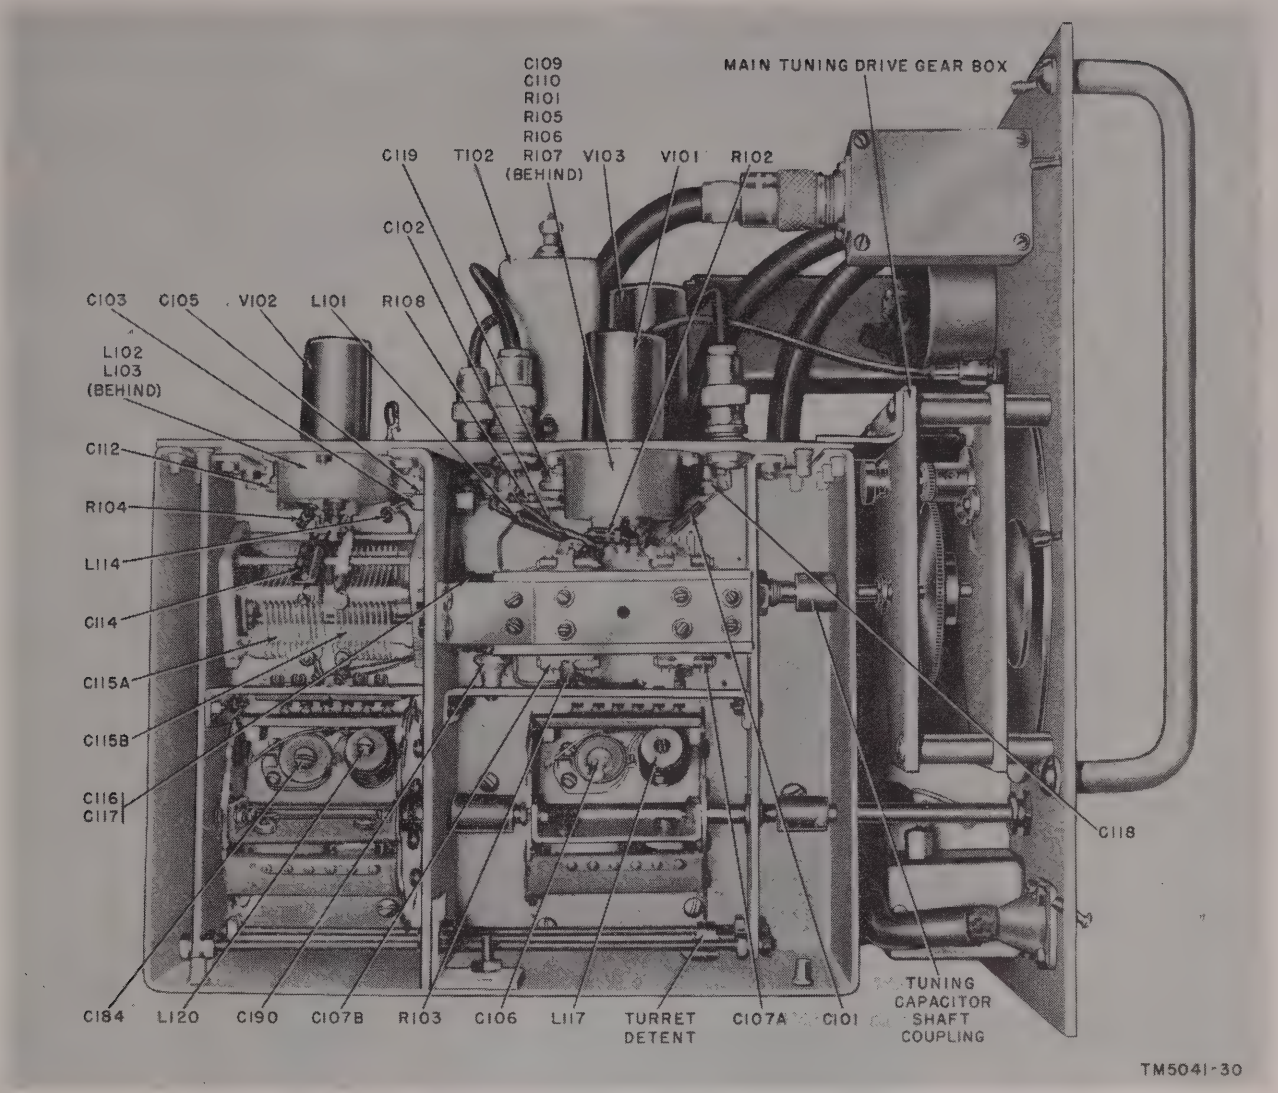

Figure 30. Receiver, interior view of RF, local oscillator, and mixer section.
a. Remove the side plate from the RF, local oscillator, and mixer section (fig. 30). Connect the 10.7-mc modulated signal generator output, about 10 microvolts, at a plate (pin 1 or 6) of mixer V103. Start with the GAIN control at the 0 position; increase it until a midscale reading is obtained on meter M101. Listen for a signal in the headset. First set the ATTENUATOR control at the 0 db position. Reset the ATTENUATOR to the 14, 26, 40, and 54 db positions, increasing the signal generator output as necessary to obtain an on-scale reading on meter M101. If no signal is obtained at any one of the attenuation steps, intermediate frequency attenuator Z101B is faulty, and the entire attenuator assembly must then be replaced (par. 67).
(figs. 30 and 31)
(1) Remove the receiver from the case and remove the side cover from the RF, local oscillator, and mixer section shield (fig. 30).
(2) Tune the receiver to a signal of known frequency. While holding the tuning knobs firmly to prevent rotation, loosen the set screws on the tuning capacitor shaft coupling (fig. 30).
(3) Without rotating the tuning capacitor, set the dial to the exact frequency being received. Tighten the set screws on the shaft coupling.
(4) For perfect tracking throughout each band, the receiver may have to be realined (par. 75).